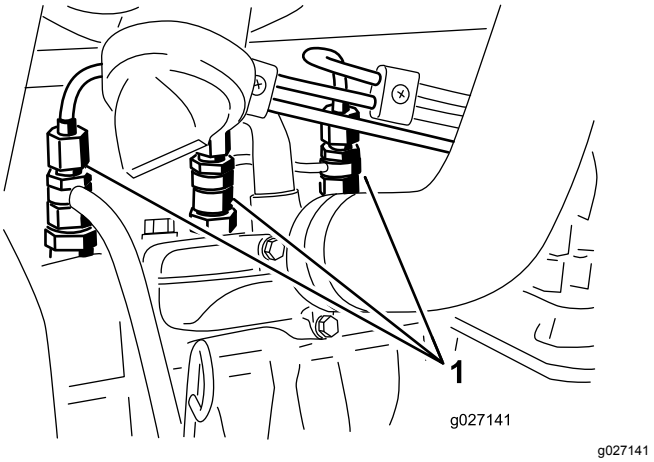

Figur 57
1. Løsne rørforbindelsen til injektormunnstykke nr. 1 og holderen ved innsprøytingspumpen (Figur 57).